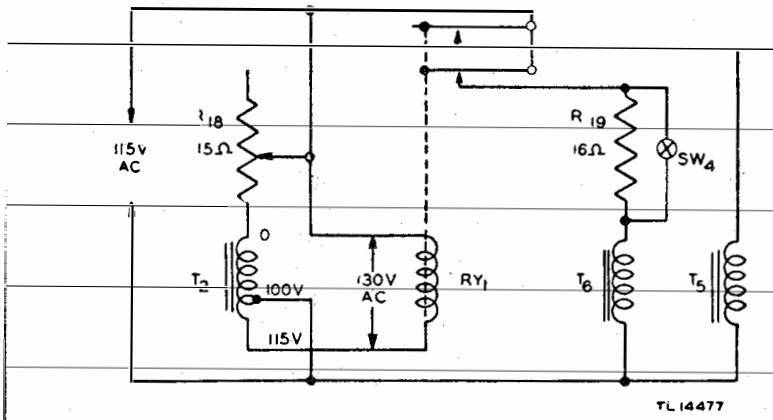

Figure 74. Plate power relay RY_1—functional diagram.
a. Plate Power Relay RY_1 (fig. 74). Relay RY_1 is a double-pole, single-throw relay located on the modulator deck of the transmitter. Its purpose is to apply plate power to the transmitter. When the coil of relay RY_1 is energized, one pair of the relay contacts applies a-c power to the primary winding of the high-voltage power transformer T_6 and the other pair of contacts apply a-c power to the primary winding of the exciter power-supply transformer T_5.